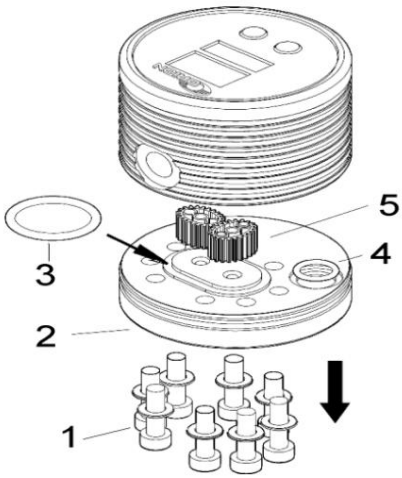

Fig.3
Remplacer les engrenages ovales (5) en s'assurant qu'ils s'engrènent correctement, puis remplacer les joints toriques (3,4) et le couvercle (2) comme indiqué sur la Fig. 3.
Composé de joints toriques (3,4 Fig.3) et de 2x engrenages (5, Fig.3).
Remplacer les engrenages ovales (5). Assurez-vous qu'ils se retrouvent dans la bonne position. Remonter ensuite les joints toriques (3,4) et le couvercle (2) comme sur la Fig. 3.
Composé de joints toriques (3,4 Fig. 3) et de 2 engrenages (5, Fig.3)